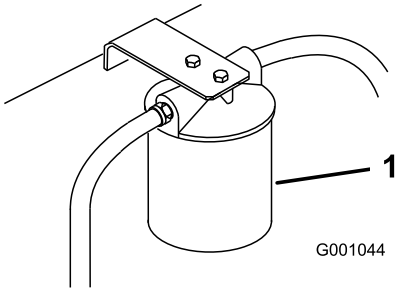

Figur 77
4. Plasser et tappefat under filteret, fjern det gamle filteret og tørk av filteradapterens pakningsflate (Figur 77).